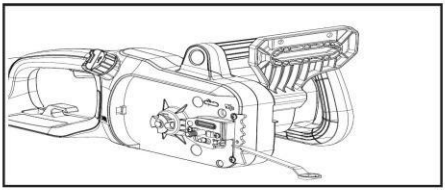
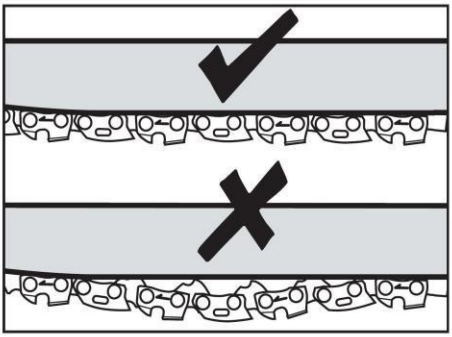

Figura 2
Figura 3
3. Pentru a regla tensiunea lanțului, rotiți șurubul de tensiune (Figura 2). Prin rotirea șurubului de tensiune in sus crește tensiunea, în timp ce rotirea în jos reduce tensiunea. Un lanț strâns corespunzător nu trebuie să aibă nici o deviere (Figura 3) și trebuie să poată trage doar 1/8 inch (3mm) din ghidajul ferăstrăului.